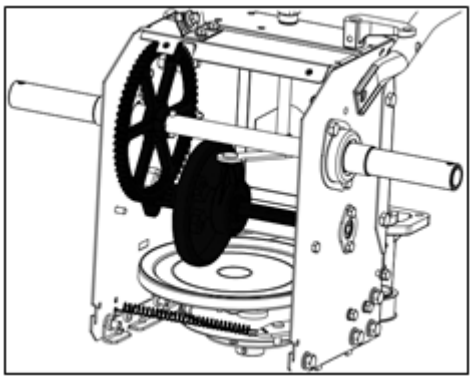

Fig. 22
2) Apply a thin layer of universal grease to the shaft. See Figure 22.